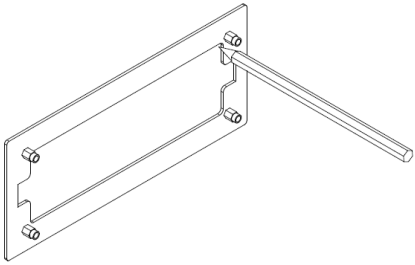

Figure 21 - Tracer la découpe
1. Une fois choisi l'endroit où sera installé l'afficheur, vous devez creuser le mur en utilisant la partie extérieure du support de l'afficheur comme gabarit. Le positionner sur la cloison, en veillant à ce qu'il soit de niveau, et tracer la découpe à l'aide d'un crayon comme représenté sur la Figure 21.